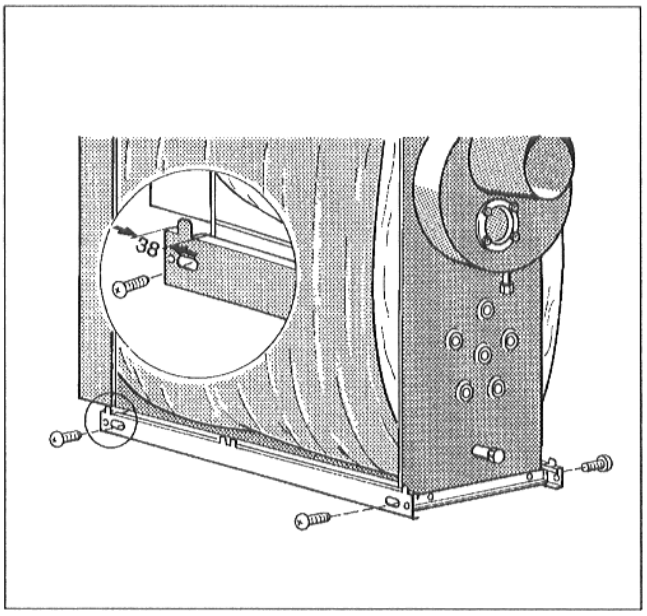

Рис. 10
- Привинтить, не затягивая, боковую рамную планку справа и слева внизу к передней и задней траверсе, использовав для этого по 2 самонарезных винта (Рис. 10).
Расстояние от передней кромки рамной планки до передней стенки котла должно составлять 38 мм (Рис. 10).